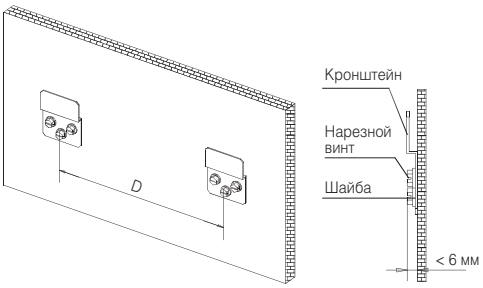

Рис. 4-3
1. Зафиксируйте кронштейн на стене при помощи шурупов (рис. 4-3)
- Руководствуйтесь рис. 4-3 и 5-4 для определения расстояния между точками подвеса блока.